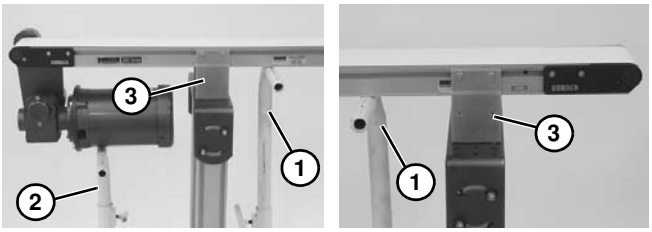

Figure 28
1. Placer un support temporaire **(Figure 28, élément 1)** sous les deux extrémités du convoyeur. Placer un support supplémentaire **(Figure 28, élément 2)** sous le moteur d'entraînement, si le convoyeur en est équipé. Voir AVERTISSEMENT.
2. Retirer les supports de montage **(Figure 28, élément 3)** sur un côté du convoyeur. (Effectuer les étapes 3 et 4 dans l'ordre inverse de la section « Supports de montage » à partir de page 12.)